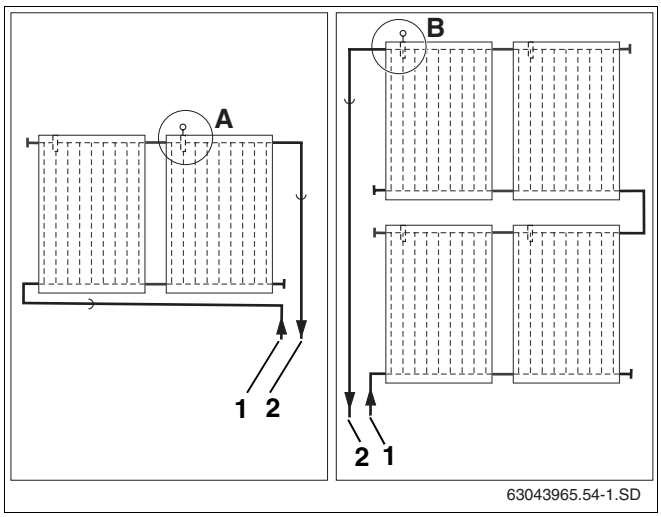

Rys. 50 Miejsce montażu czujnika temperatury kolektora (schemat)
Należy zwrócić uwagę na to, gdzie jest montowany czujnik w systemie składającym się z jednego oraz dwóch rzędów kolektorów (rys. 50).
Czujnik temperatury kolektora należy zamontować na kolektorze, na którym zamontowano przewód zasilania (rys. 50, **poz. 2**).
– Miejsce montażu (rys. 50, **poz. A**) czujnika w systemie z jednym rzędem kolektorów.
– Miejsce montażu (rys. 50, **poz. B**) czujnika w systemie z dwoma rzędami kolektorów.